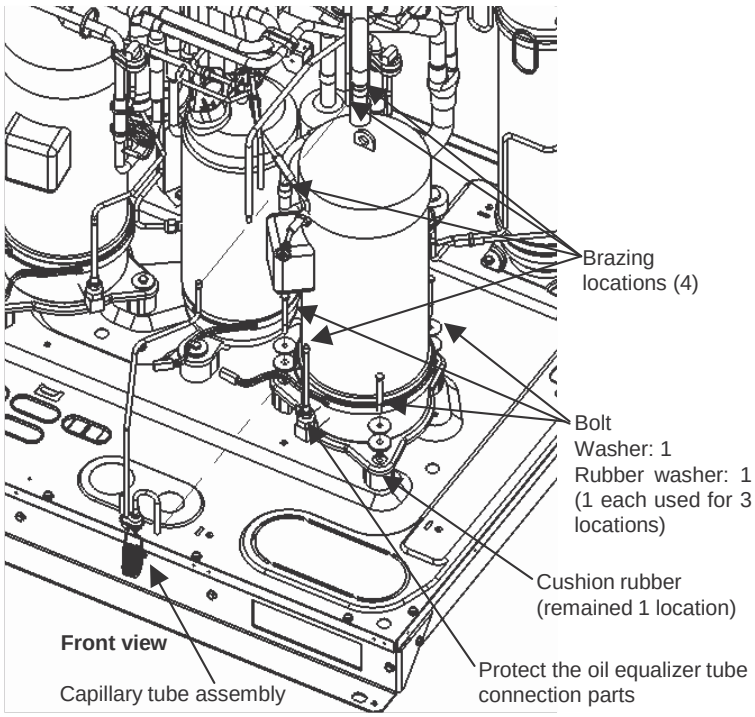

Fig. 31
(8) Place the remaining cushioning rubber onto the new compressor at the location shown in the figure 31.
(9) Remove the bolts which are temporarily fastening the 2 pieces of cushioning rubber, and anchor the 3 compressor legs using the bolts, washers, and rubber washers.
(10) Insert the capillary tube assembly, as shown in the figure 31, at the 2 brazing locations indicated.
(11) Shape the tubes and insert them at the remaining 2 brazing locations.
(12) Connect the manifold gauge to the high- and low-pressure outlet ports at the outdoor unit where the compressor was replaced. Connect the manifold gauge to a nitrogen cylinder and perform nitrogen gas replacement.
(13) Perform copper brazing at the 4 brazing locations.